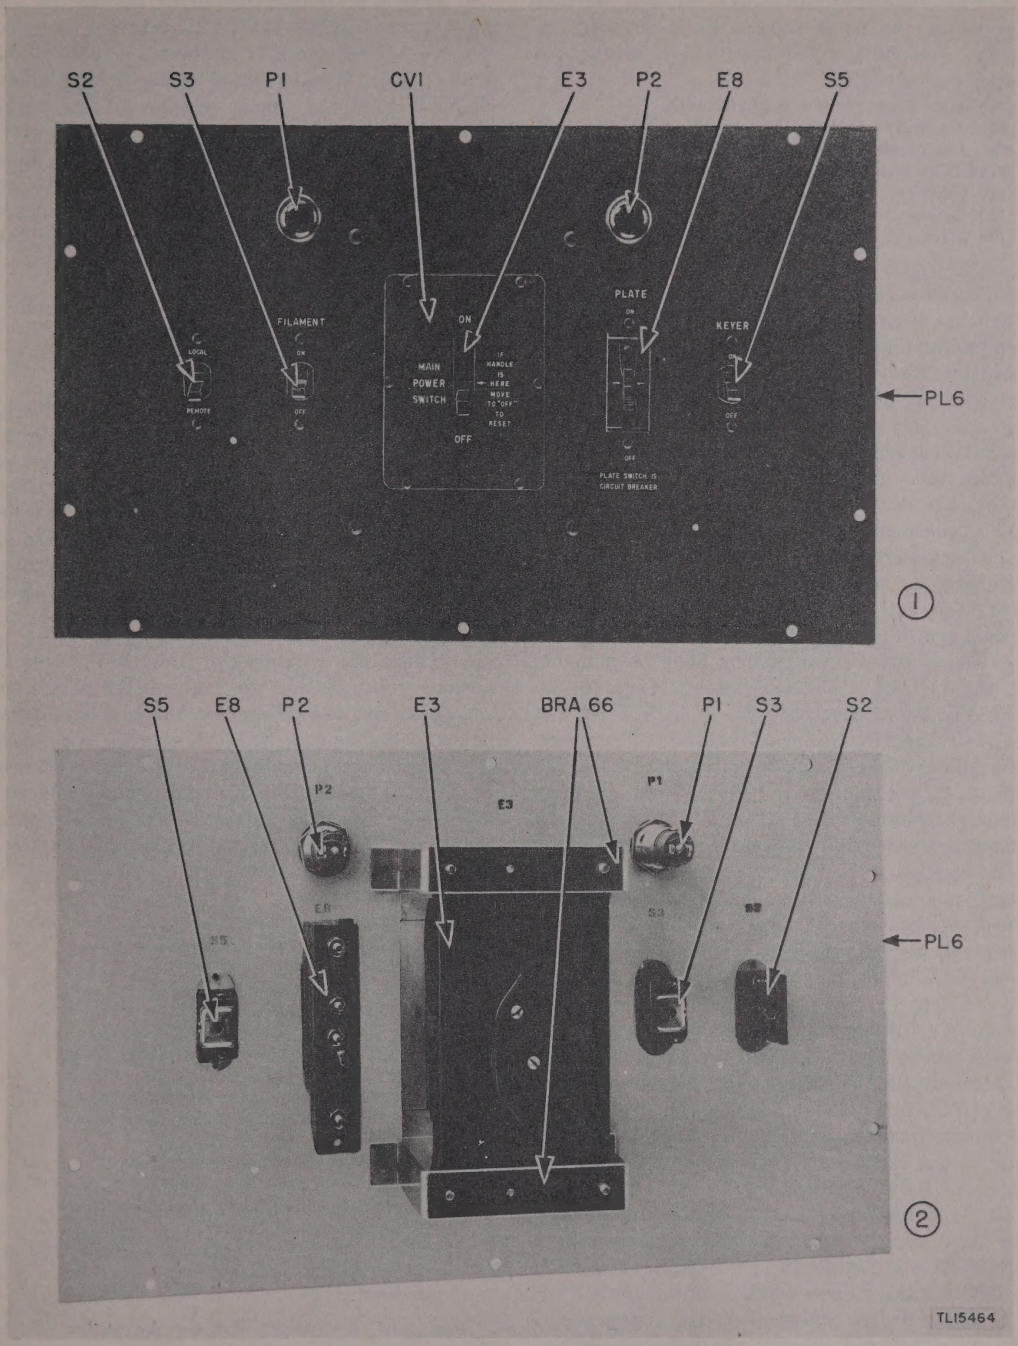

Figure 16. Switch panel: (1) Front view; (2) Rear view.
c. The MAIN POWER SWITCH, E3, is of the thermal overload type. It contains two removable heater elements. The proper elements are No. 81D-138 for 115 volt operation and No. 81D-133 for 230 volt operation. The elements are changed by removing the hatch panel CV1 (fig. 16) covering the front of the switch.
(1) Main plate rectifier transformer T1
(2) Auxiliary plate rectifier transformer T4
(3) Relay rectifier transformer T6
(4) Relay auto-transformer T10
(5) Filament voltage regulator VR1
(6) Blower motor B1
(7) Mercury vapor tube heaters H1, H2, H3, H4
g. When these preparations have been made, set the LOCAL REMOTE switch (fig. 16) to LOCAL, and turn ON the MAIN POWER SWITCH and FILAMENT switch. The green pilot and all tube filaments will light. It may be difficult to see the dull red glow of the mercury vapor rectifiers. Note that relay E5 produces a time delay which does not permit the plate voltage to be applied until the rectifier tubes are sufficiently heated. Operate the KEYER switch to ON. The keyer motor will start and the link circuit relay E2, behind the upper window of the left door (fig. 4), will operate. Set the A.C. METER SWITCH to FIL. and read the A.C. METER. If the supply voltage and frequency are within the proper limits, the meter will read within 2 volts of 115 volts. If it does not read that close, check the VOLTAGE REGULATOR CUT-OUT switch S4 on the bakelite panel behind the lowest window on the right door (fig. 18). It should be in the up or REG. position.